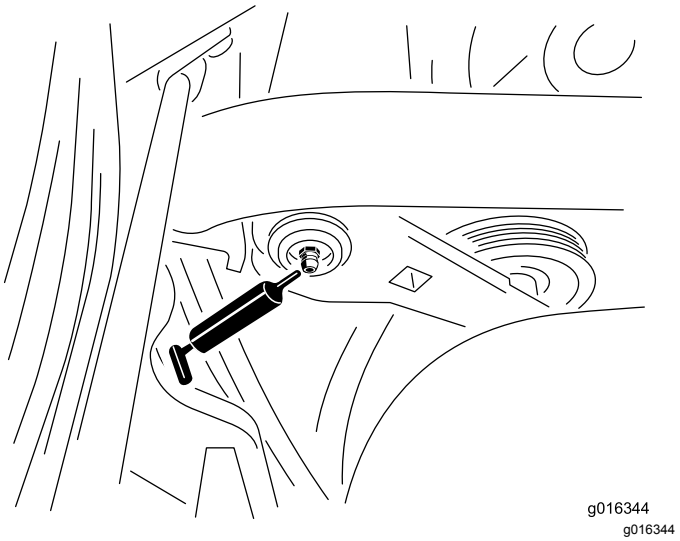

**Figur 30**
1. Torka av smörjnippeln så att du inte tvingar in främmande ämnen i lagren eller bussningarna (Figur 30).